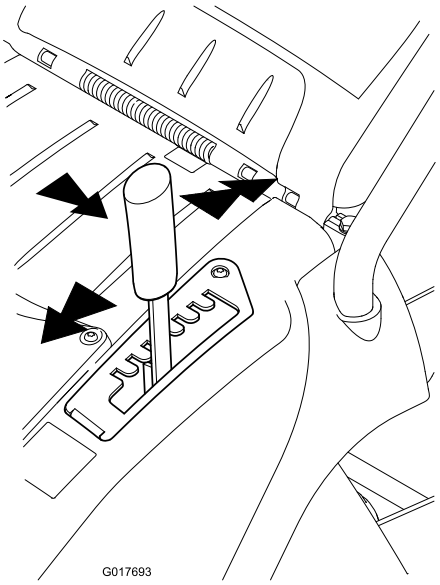

Рисунок 11
1. Возьмитесь за рычаг и потяните его в сторону, чтобы вывести из блокирующей выемки (Рисунок 11).
2. Нажмите его вперед для уменьшения или назад для увеличения высоты скашивания (Рисунок 11).
3. Отпустите рычаг в требуемом положении и убедитесь, что он надежно зафиксирован в одном из восьми установочных отверстий (Рисунок 11).